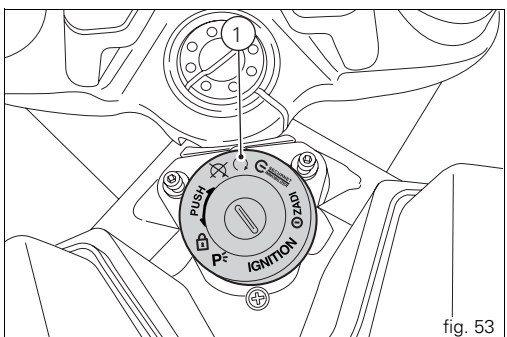

fig. 53
1) Turn the ignition switch to position (1, fig. 53).